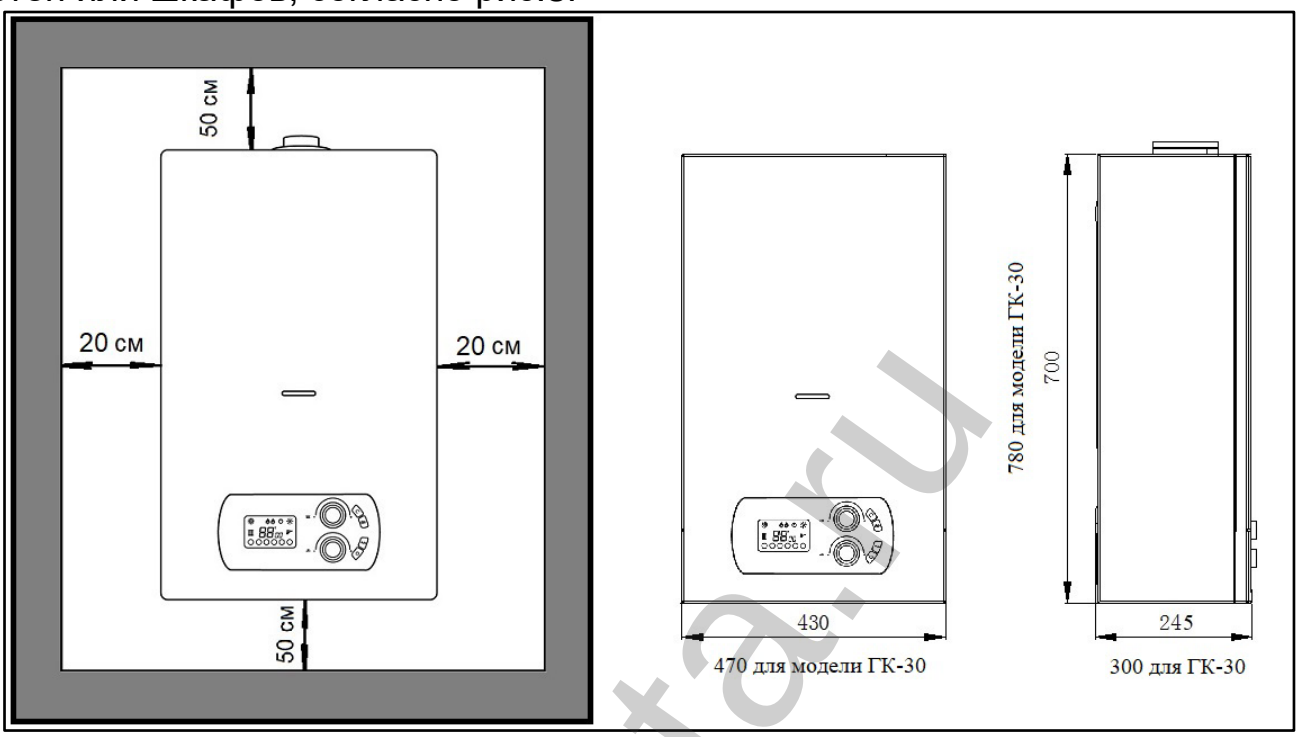

Рис. 3. Минимально допустимые расстояния и габариты котла
- Для облегчения ухода за аппаратом следует оставить место для свободного доступа к электрическим частям. Кроме того, рекомендуется устанавливать газовый котел на расстоянии от потолка и прилегающих стен или шкафов, согласно рис.3.